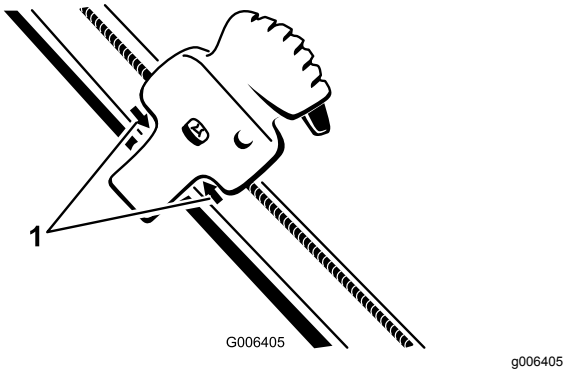

Рисунок 33
2. Установите устройство управления Quick Shoot между 2 стрелками, находящимися на правой стороне верхней рукоятки (Рисунок 33).